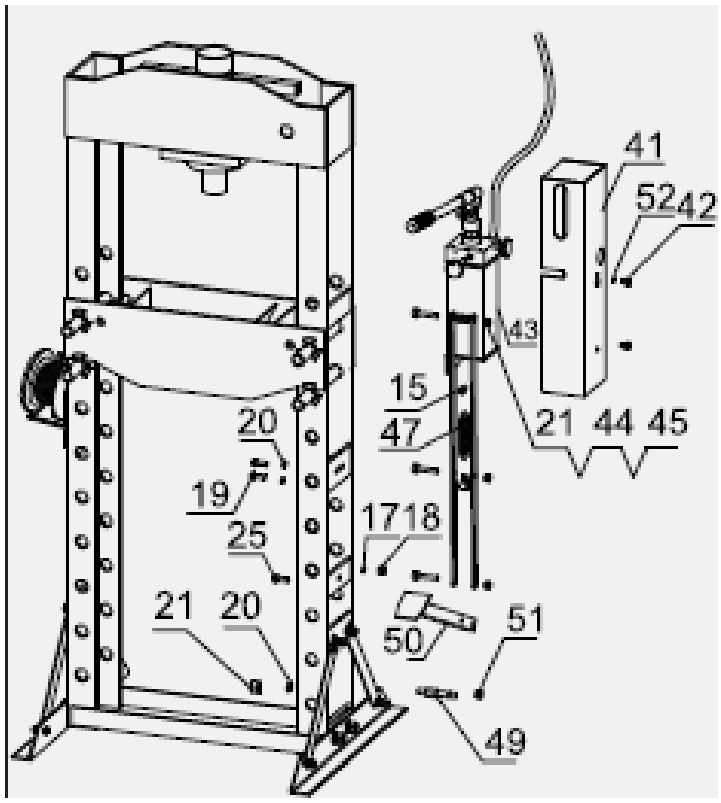

Рис. 4
5. Присоедините насос (43) к раме с помощью болтов (19) (25), шайб (23) (17) и гайки (18). Прикрепите пружину (47) педали, используя болт (15). Прикрепите педаль с помощью соединительного болта (49), гайки (21), шайбы (20) и гайки (51). Прикрепите педаль к ручке с помощью болта, гаек (44) и гайки (45). Присоедините крышку насоса (41) к насосу с помощью болтов (42) и шайб (53). См. рисунок 4.